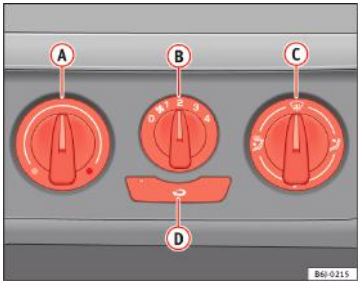

Fig. 100 Comenzile sistemului de încălzire de pe planșa de bord
– Rotiți selectorul de temperatură (A) ⇒fig. 100 în sens antiorar.
– Rotiți butonul aerotermei (B) la oricare din setările 1-4 pentru distribuția aerului către zona capului.
– Setați fluxul de aer în direcția dorită, utilizând butonul pentru distribuția aerului (C).
– Pentru alegerea temperaturii dorite, rotiți selectorul de temperatură (A) ⇒fig. 100 în sens orar.
– Rotiți selectorul de temperatură (A) ⇒fig. 100 în sens orar, pentru a atingere temperatura maximă.
– Rotiți butonul aerotermei (B) până în poziția pentru setarea 4.
– Închideți duza (3).
– Deschideți și orientați duza (4) spre geamurile laterale ▶
– Rotiți selectorul de temperatură Ⓐ ⇒ fig. 100 spre zona de încălzire.